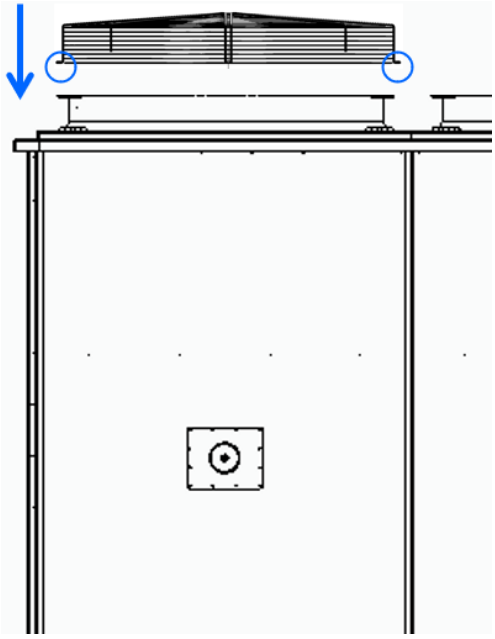

Figure 22 - Fan guard installation orientation.
1. Position the fan guard over the fan opening, with the mounting points facing the equipment, as shown in Figure 22.